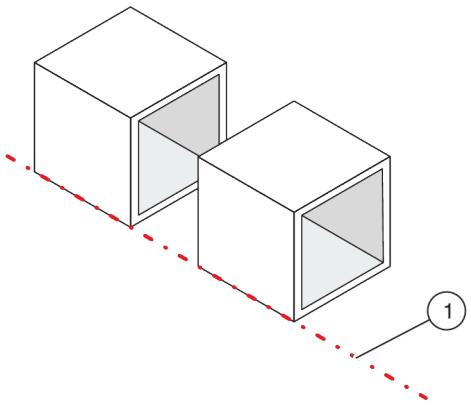

Fig. 13: Aligning AHU components
1. ▸ Align the AHU components so that they are flush with one another (Fig. 13/1).